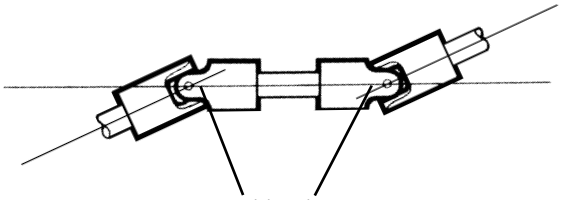

Fig 3
2. When connecting two single joints, they must be orientated so that the inboard lugs are in line (Fig. 3).